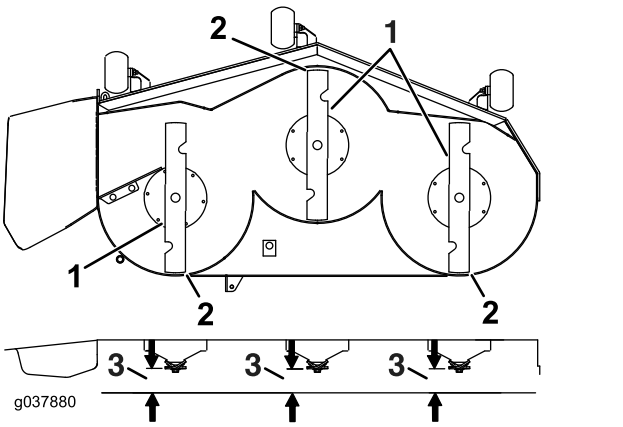

Figuur 82
7. Controleer de schuinstand van de maaimessen in de lengterichting (Figuur 82). Zorg dat de voorste mespunt lager zit dan de achterste; zie de tabel met blokhoogte en schuinte. Als afstelling nodig is, gaat u verder met deze procedure.